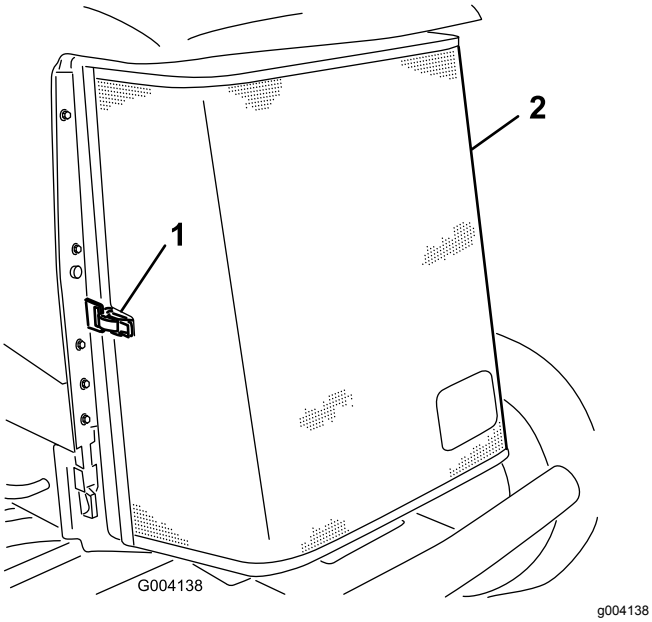

Figur 65
3. Lossa klämman och vrid upp det bakre gallret (Figur 65).